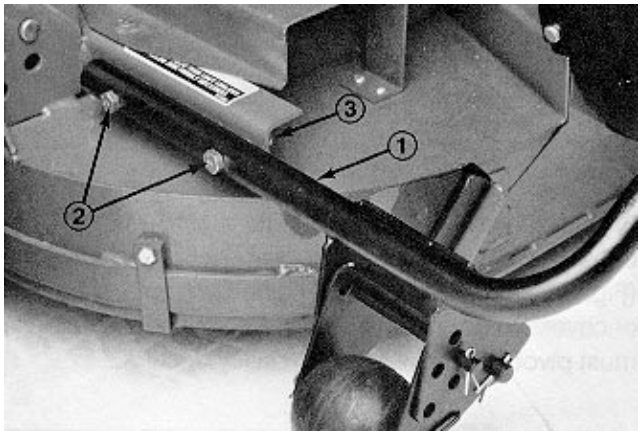

Figure 21
2. Using bumper as a template, mark and drill (2) 13/32" dia. holes in rear channel (Fig. 21).
3. Loosely secure bumper to rear channel with (2) 3/8−16 x 5/8" lg. capscrews and locknuts (Fig. 21).